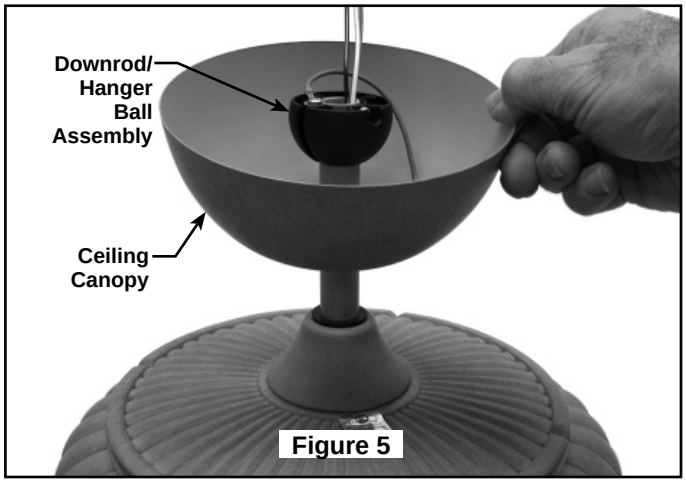

Figure 5
7. Route wires through opening in Canopy. Position Canopy on fan shown with open side facing up. (Figure 5)
8. Reinstall the Hanger Ball (Figure 5) on the Downrod as follows. Route the three 80˝ wires through the Hanger Ball. Position the Pin through the two holes in the Downrod and align the Hanger Ball so the Pin is captured in the groove in the top of the Hanger Ball. Pull the Hanger Ball up tight against the pin. **Securely tighten the setscrew in the Hanger Ball. A loose setscrew could create fan wobble.**